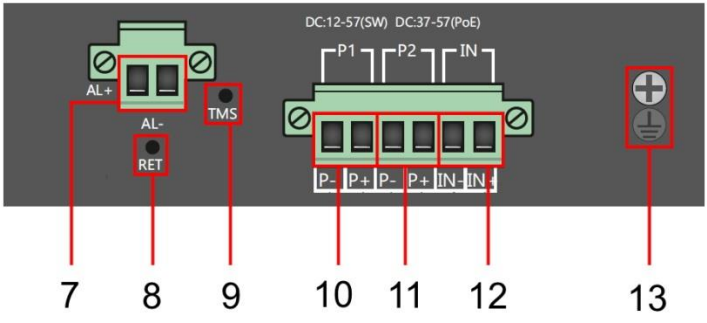

Рис. 3 Коммутаторы SW-80402/ILS(port 90W,180W) и SW-80802/ILS(port 90W,300W), разъемы и кнопки верхней панели
- Для обеспечения функционирования встроенной грозозащиты необходимо надежно заземлить корпус коммутатора (13) рис.3.